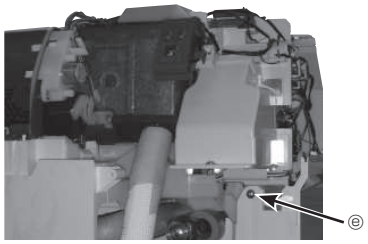

Fig. 6-7
⑨ Retirer la vis du boîtier électrique. (Fig. 6-7)